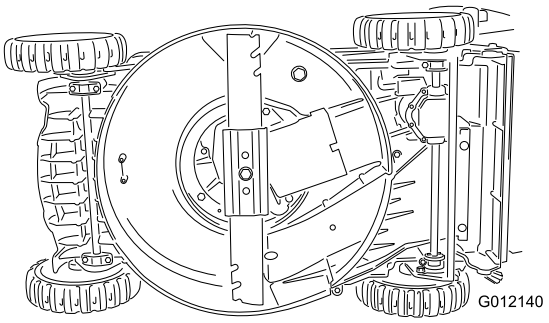

Bild 23
2. Kippen Sie die Maschine immer so auf die Seite, dass der Peilstab nach unten zeigt (Bild 23).